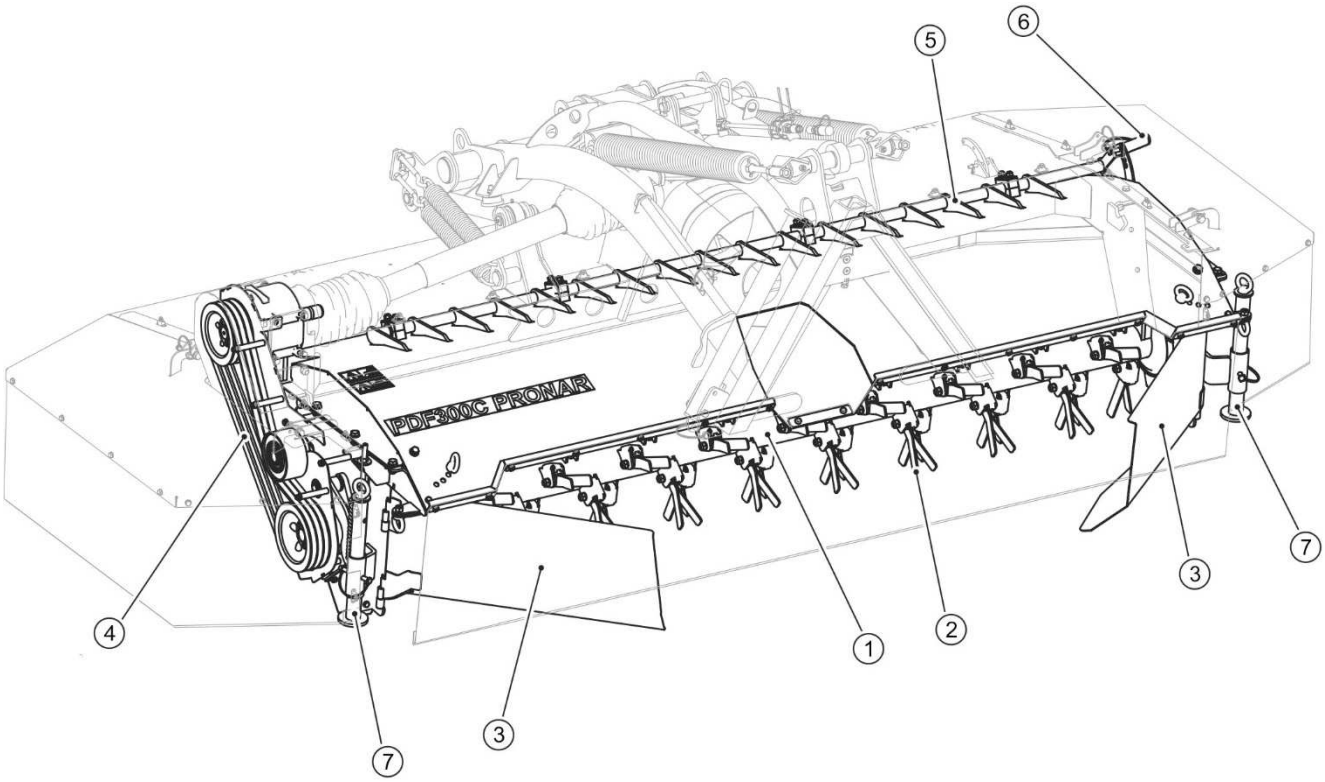

**РИСУНОК 3.6 Устройство вспушивающего аппарата**
- Поднять опору (4) вверх, переложить шкворень (9) в отверстие (10) и заблокировать чекой,
- Поднять опору (7) (РИСУНОК 3.6) вспушивающего аппарата (PDF300C) и заблокировать чекой,
- Отрегулировать косилку до рабочего положения, используя для этого верхнюю тягу (3). Длина тяги должна быть подобрана таким образом, чтобы трехточечная система навески оставалась в горизонтальном положении, а расстояние от земли до оси нижнего крепления шкворня в системе навески составило ок. 700 мм,